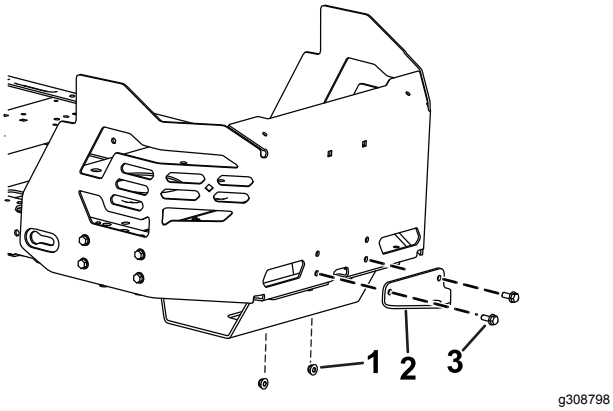

Figur 13
1. Fjern de to boltene og mutterne, og løft braketten fra bunnen av motorvernet (Figur 13).